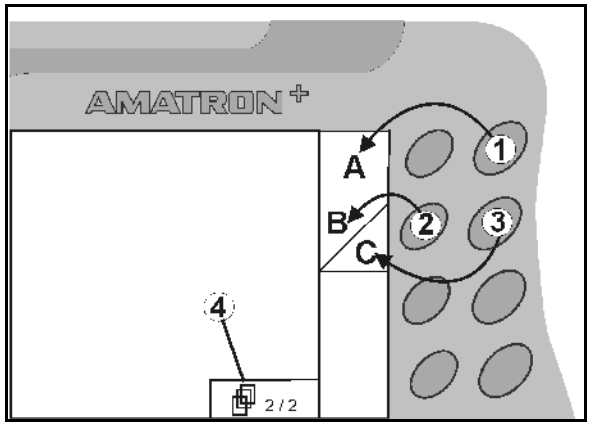

Fig. 8
- If boxes appear on the display, only the right key (Fig. 8/1) is assigned to the function field (Fig. 8/A).
- the left key (Fig. 8/2) is assigned to the top-left function field (Fig. 8/B).
- the right key (Fig. 8/3) is assigned to the lower-right function field (Fig. 8/C).
• Scroll to other menu pages, only possible if symbol (Fig. 8/4) appears in display